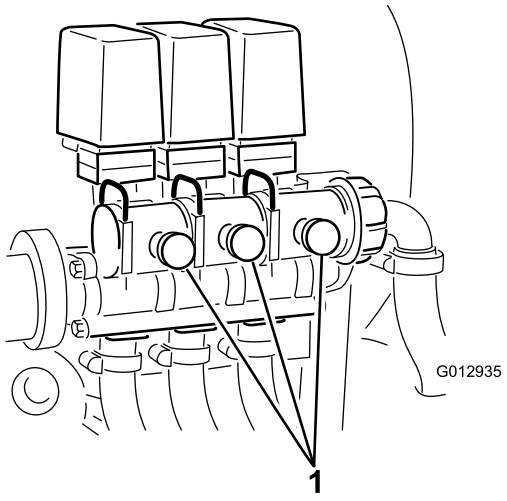

Figure 21
10. Adjust the boom bypass valve (Figure 21) on the backside of the boom control valve for the boom you turned off until the pressure reading on the gauge is the same as it was in step 7.